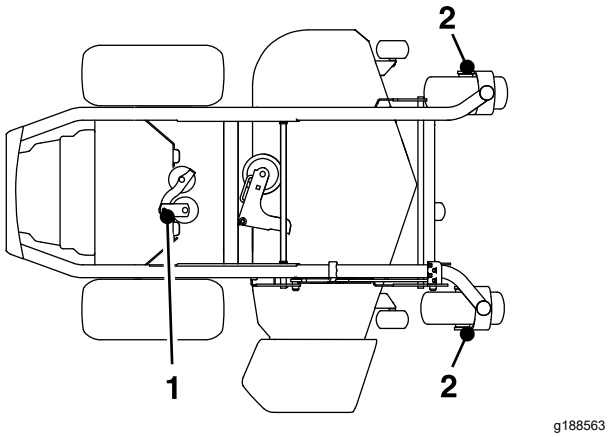

**Figuur 39**
4. Smeer 1 of 2 pompslagen vet in het draaipunt van de spanpoelie van de pomp (Figuur 39).
5. Smeer de assen van de voorste zwenkwielen (Figuur 39).